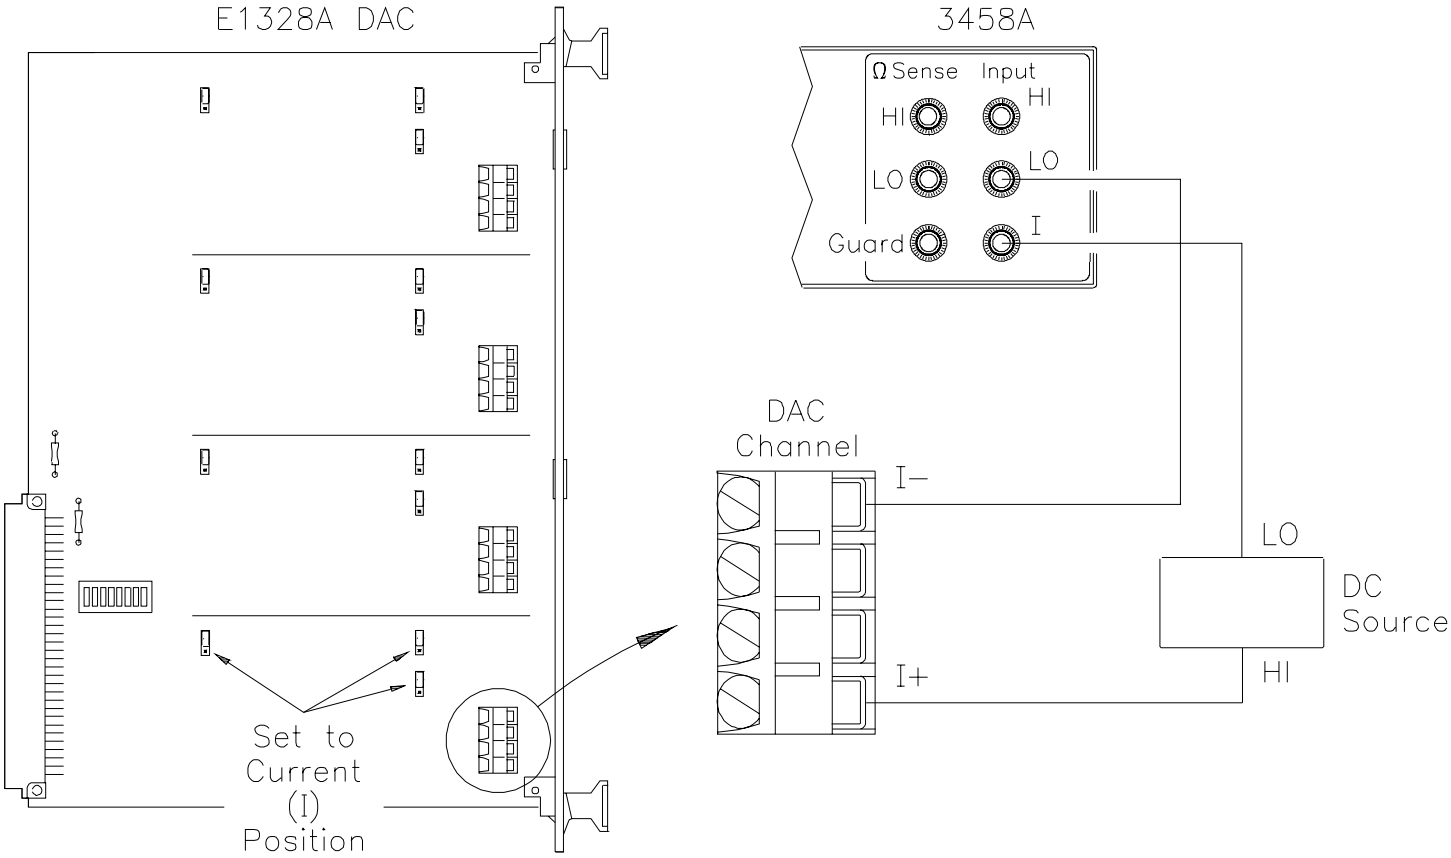

Figure 4-2. Current Compliance Test Connections
Connect the DC source (Datron 4708 with Option 10) and Agilent 3458A multimeter to Channel 1 as shown in Figure 4-2. (Be sure to set all three channel jumpers to the I position.) Then, set the DC source output to +12.0 Vdc. Set the Agilent 3458A to DCI function and set NPLC 100.
2. Connect source and Agilent 3458A to Channel 1 (see Figure 4-2)